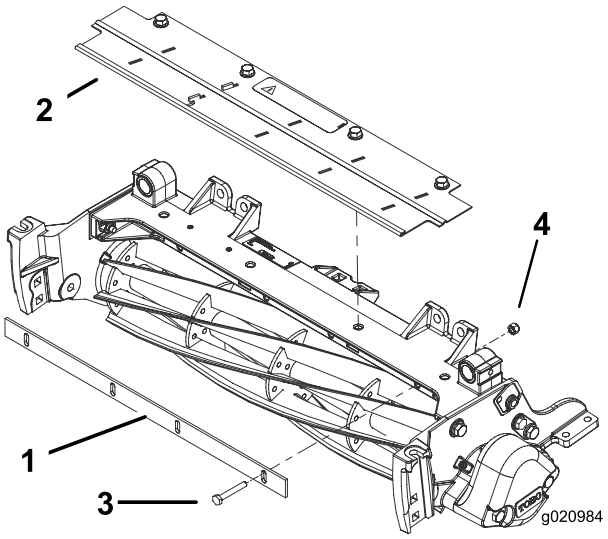

Figura 7
1. Montate senza fissare la barra di taglio al telaio dell'apparato di taglio con 4 bulloni (1/4 x 1–3/4 poll.) e 4 dadi di bloccaggio (1/4 poll.) (Figura 7).
3. Serrate i bulloni e i dadi di bloccaggio(Figura 7).